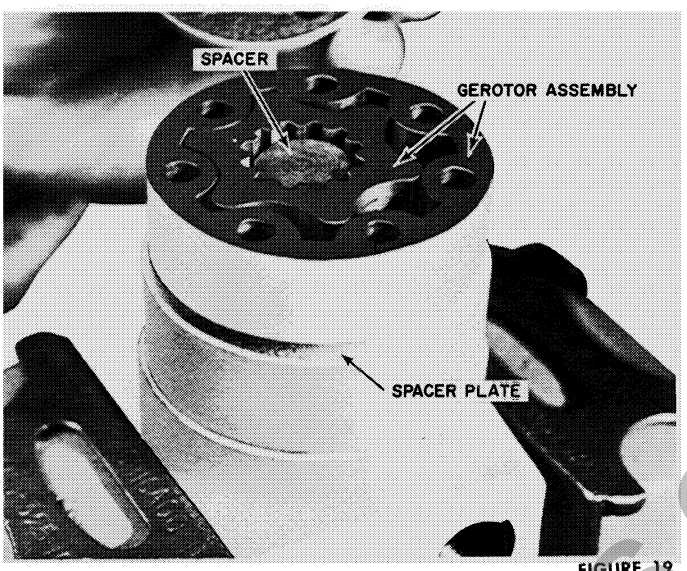

FIGURE 19
3. Replace the thrust bearing, the drive and the spacer plate making sure that the holes are in alignment. Place the gerotor on the splined drive shaft. There is a slight chamfer on one side of some gerotors. If this chamfer is present it should be installed towards the housing. (Figure 19)